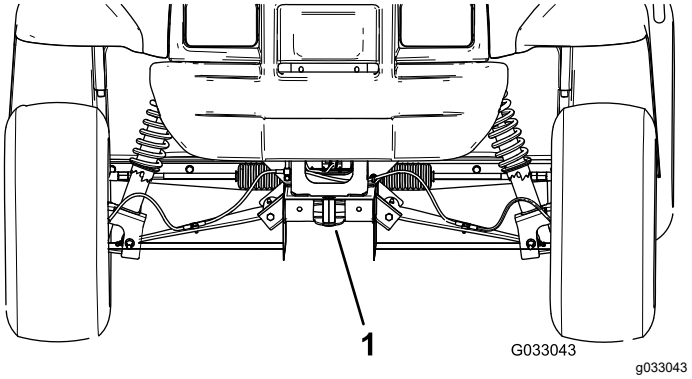

Figur 19
- Løftepunktet foran på maskinen findes forrest på stellet bag anhængertrækstangen (Figur 19).